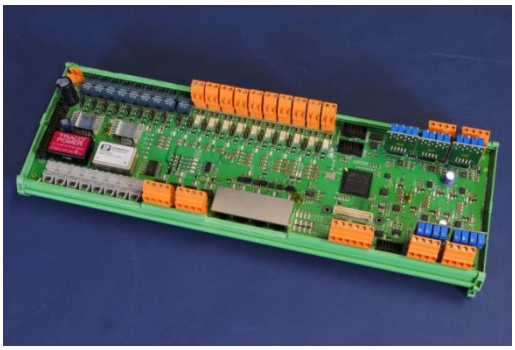

Abbildung 15.7: Vorderseite des ICM
I.d.R ist das ICM wie in Abbildung 15.7 zu sehen in einem Hutschienenträger montiert.